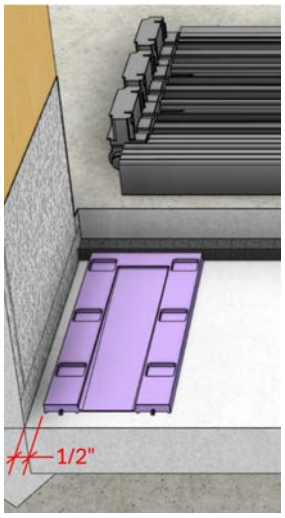

Fig 4
- Place the Drainage Shims provided in the Installation Kit, onto the sill pan against the foam tape at the back of the rough opening. (Fig 4 & 5)
- Place one shim at each end of the R.O. inset 1/2” from the edge. (Fig 4.)